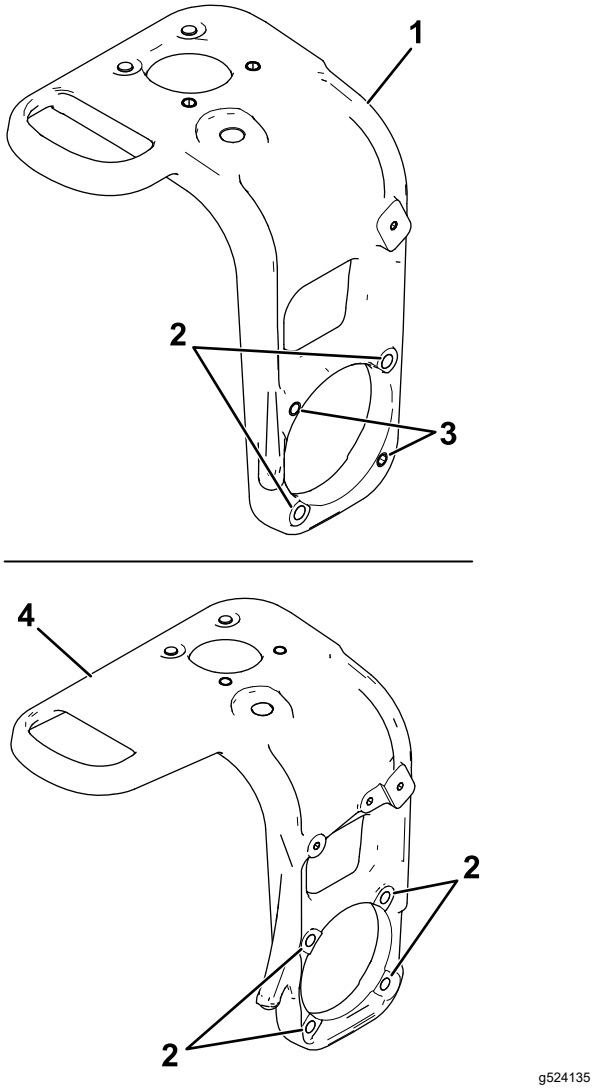

Figur 4
3. Identifiser om maskinen har en styregaffel med fire gjengede hull eller en kombinasjon av to gjengede hull og to gjennomgående hull der hjulmotorenheten monteres til styregaffelen (Figur 4).